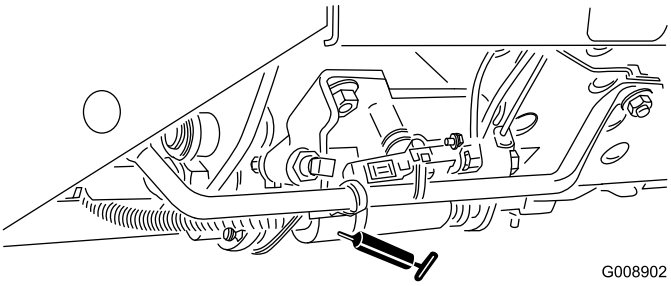

Rysunek 58
- Suwak koszenie/transport (Rysunek 58)